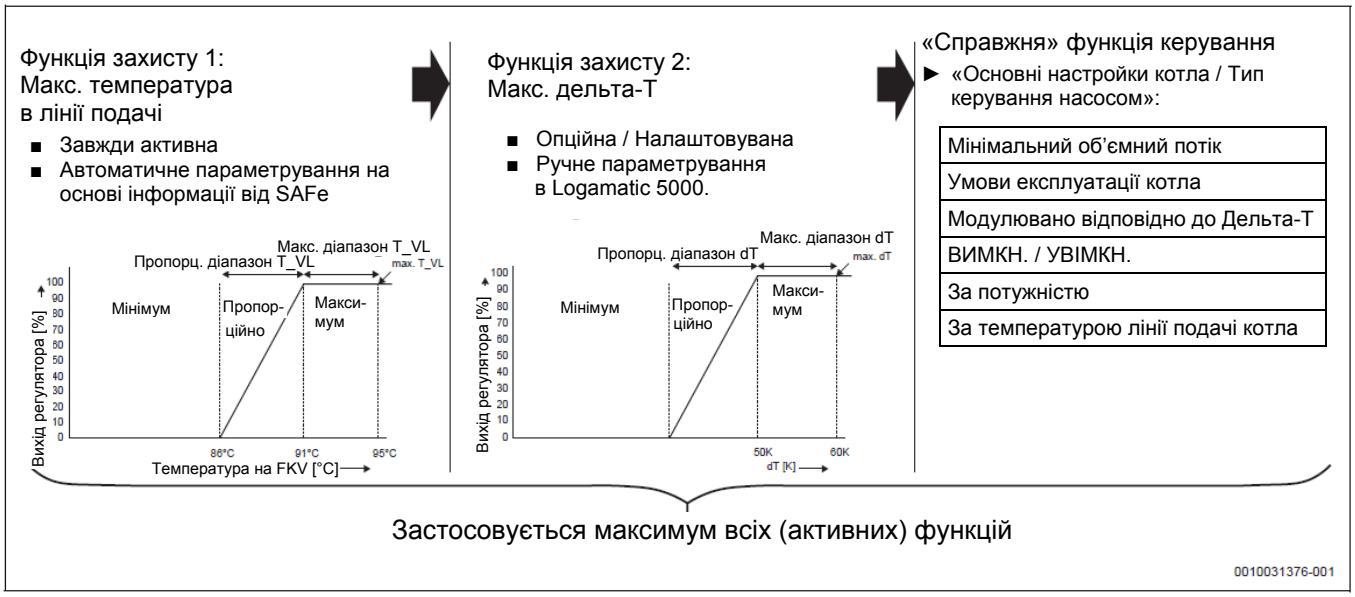

Рис. 22 Типи керування насосом
- **Мінімальний об'ємний потік**: Експлуатація насоса котлового контуру з максимальним перепадом температур (з можливістю налаштування) для оптимізації коефіцієнта корисної дії котла. До тих пір, поки не досягнуто умови активації функцій захисту котла (→ Рис. 22), насос працюватиме з мінімальною модуляцією, щоб в такий спосіб регулювати на налаштований перепад температур (лінія подачі котла – зворотна лінія котла). Передумовою для використання цієї функції є наявність котла з інтегрованим датчиком температури в зворотній лінії, наприклад, KB372, GB402. Таке налаштування можна рекомендувати для теплообмінників.